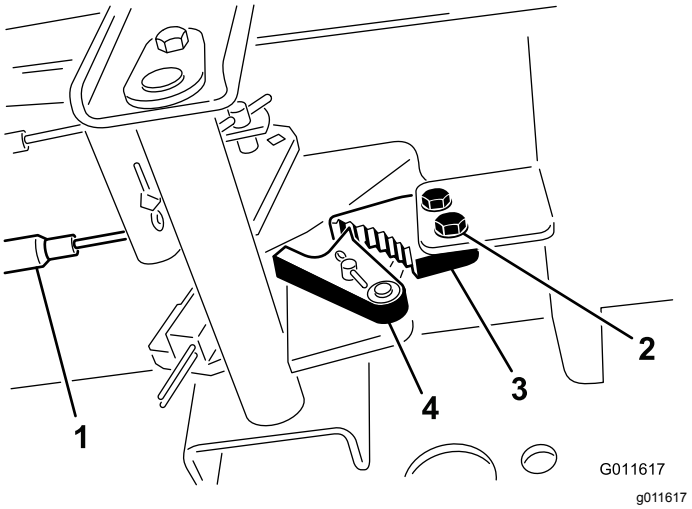

Figur 65
1. Løsne de to skruene som fester parkeringsbremsespaken til rammen (Figur 65).
2. Trykk parkeringsbremsepedalen fremover til bremsesperrehaken aktiveres fullstendig på bremsesperren (Figur 65).